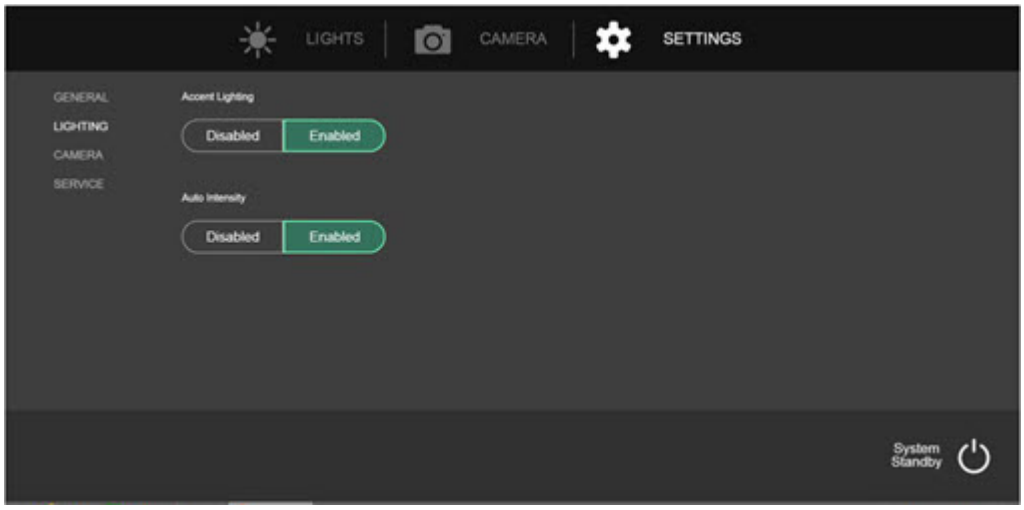

Figure 6-41. Éclairage d'accentuation
1. Appuyez sur la touche Settings (Paramètres) de l'IWC. Voir *Figure 6-41*.